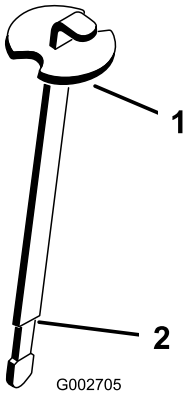

Figur 16
3. Ta ut oljestickan ur påfyllningsröret och torka av den med en ren trasa. För in oljestickan i påfyllningsröret, och ta sedan ut den igen och kontrollera oljenivån. Oljenivån ska nå upp till markeringen (det smalare området) på oljestickan (Figur 16).